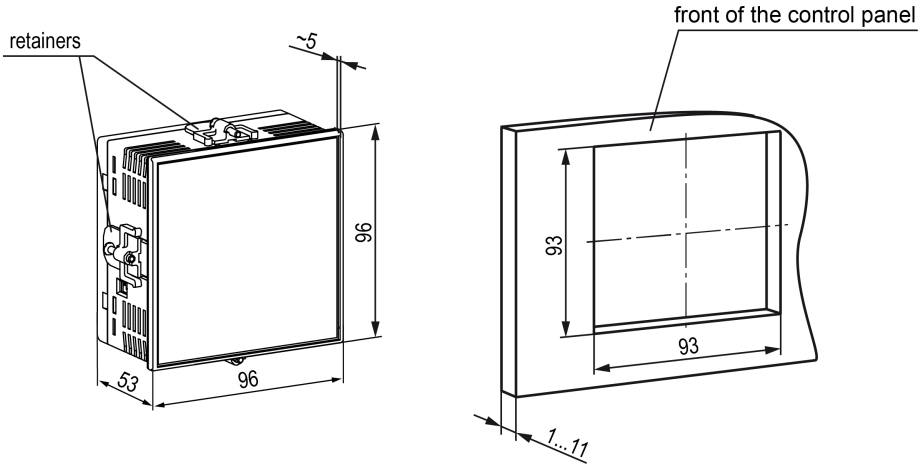

Fig. 4.2 Dimensions of P1 enclosure and mounting cutout
1. Using the supplied cutout template, prepare the mounting cutout in the control panel where the device should be mounted (see *Fig. 4.2*).